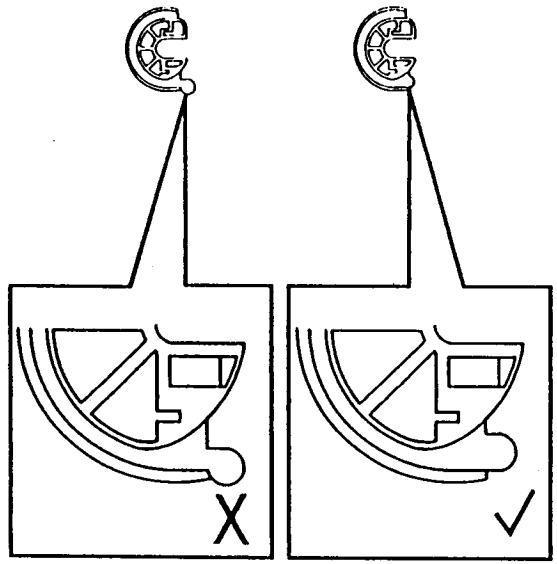

Рис.1 Конфигурация ролика подачи
1. (Рис.1) Проверить конфигурацию ролика подачи и, если необходимо, установить ролик новой конфигурации.